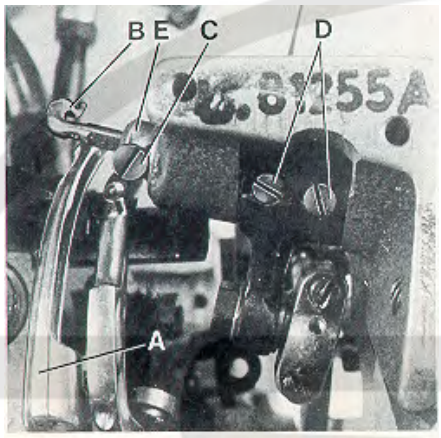

Fig.11
Viewed from the left end of the machine the thread retainer (B, Fig. 11) should pass as close as possible on the left side of lower looper (A) when swinging upward without contacting it.
Vom linken Ende der Maschine aus gesehen soll der Fadenholer (B, Fig. 11) beim Schwenken nach oben so dicht wie möglich an der linken Seite des Untergreifers (A) vorbeigehen, ohne diesen zu berühren.
After loosening screw (C, Fig. 11) the thread retainer (B) can be moved to the left or right. Retighten screw on the flat of the thread retainer shank.
Nach Lösen der Schraube (C, Fig. 11) kann der Fadenholer (B) nach links oder rechts verschoben werden. Ziehen Sie die Schraube wieder auf der Befestigungsfläche des Fadenholerschaftes an.